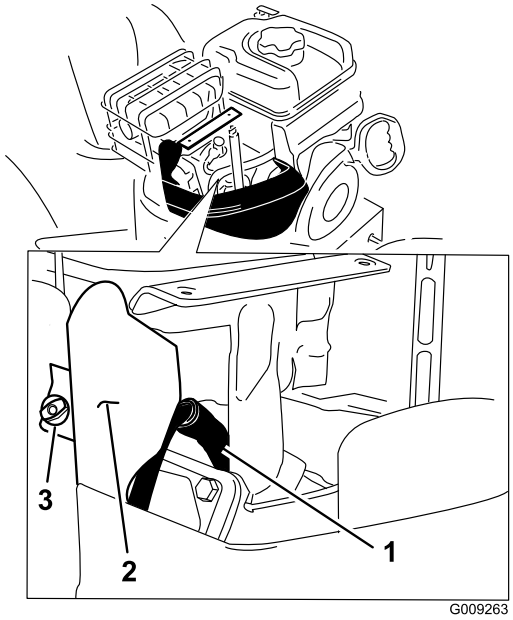

Figur 34
4. Fjern beslagets fingerskrue og beslaget (Figur 34).
5. Rengør området omkring den nederste del af tændrøret (Figur 34).